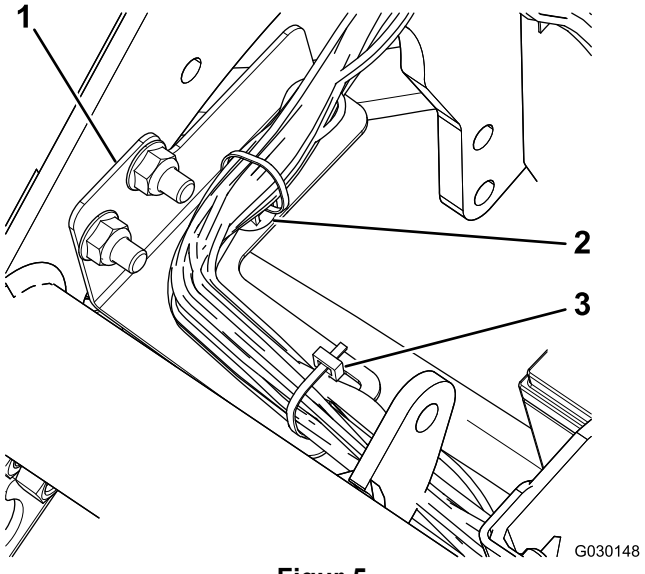

Figur 5
7. Fest ledningssatsen til ledningssatsbraketten med trykkfestet og et kabelfeste (Figur 5).